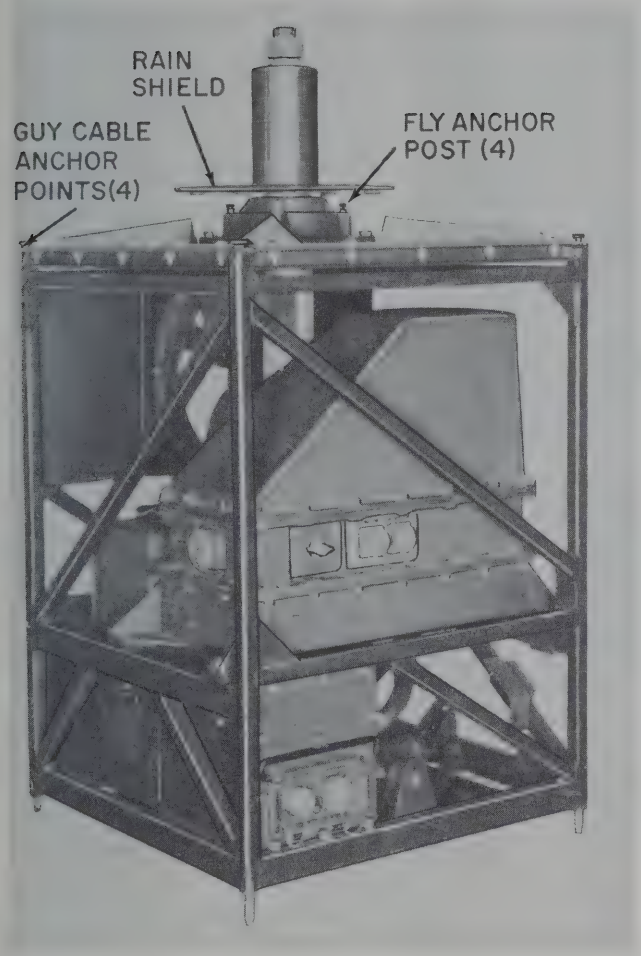

Figure 3—12. Antenna Base Details
Securely attach RF851 to RF751 on the antenna base (see figure 3–19) before attaching cable RF854. After attaching RF854 check the centering of the inner coaxial conductors at the top of the antenna spindle (see figure 3–13). If the inner conductors are not centered, center the conductors by movement of the clamps on RF851. Be sure all clamps are tight after recentering. Damage to the antenna base rotary joint will result if the inner coaxial conductors are not centered.
(29) Drive the ground stake a foot or so off the edge of the ground cloth on the side opposite to the entrance, and attach the ground cable to the bottom of the modulator and to the ground stake (see figure 3—1).
(30) Connect the power cables W15 and W16 (shown in figure 3—18) to the power sources.